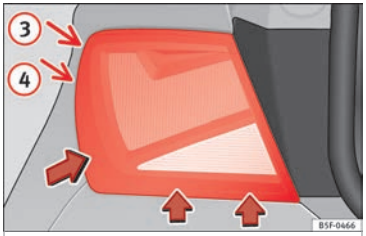

Fig. 116 Desmontar la unidad de luz trasera en la aleta.
– Bascule el piloto en la dirección de las flechas hasta que salga de su alojamiento (posiciones (3) y (4)) ››› **fig. 116**.